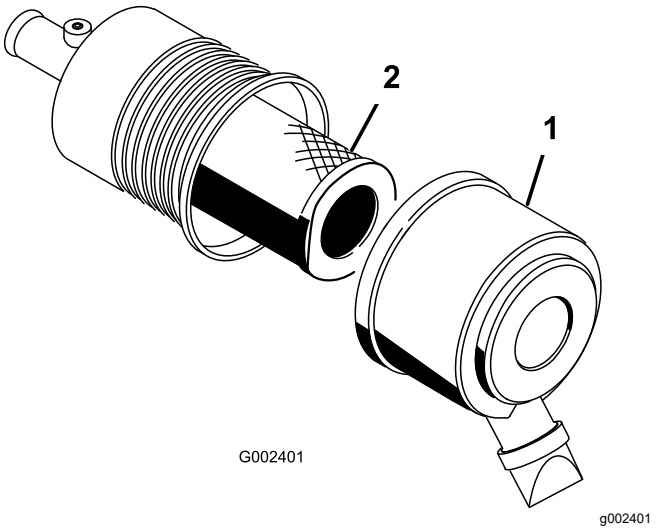

Figuur 54
2. Maak de sluitingen los waarmee het deksel van het luchtfilter is bevestigd aan het luchtfilterhuis (Figuur 54).
3. Verwijder het deksel van het luchtfilterhuis (Figuur 54).
5. Verwijder en vervang het filter (Figuur 54).